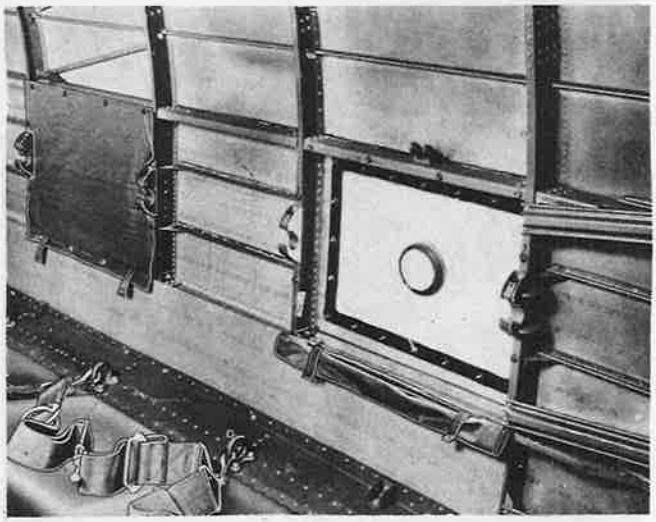

Figure 511—Side Window Curtains, Safety Belts and Rings
(a) SIDE WINDOW CURTAINS. *(Figure 511.)*
(6) SAFETY BELTS. *(Figure 511.)*
(7) SAFETY BELT RINGS. *(Figure 511.)*